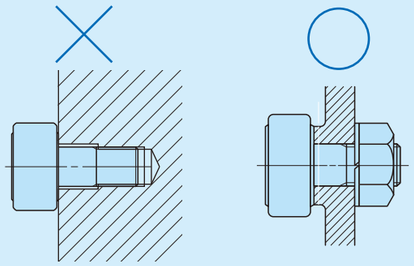

Fig. 6 Methods of mounting
❷ When tightening the nut, the tightening torque should not exceed the values shown in the table of dimensions. If the tightening torque is too large, it is possible that the threaded portion of the stud will be broken. When there is a possibility of loosening, a special nut such as a lock nut, spring washer, or self-locking nut should be used.
❸ When direct-fixing the Cam Follower without nuts for mounting as shown in Fig. 6, it may be difficult to achieve sufficient tightening torque. If the screw then loosens, stress may concentrate on the thread, causing the stud to break. Such a method is not recommended.